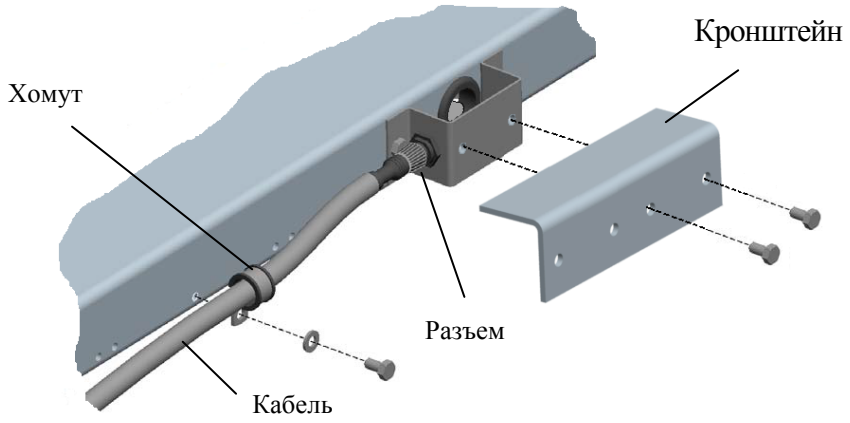

Рис. 5.2 - Подключение кабеля
5.5 Подключить к модулю кабель. Закрепить кабель хомутом и привинтить защитный кронштейн, Рис. 5.2.